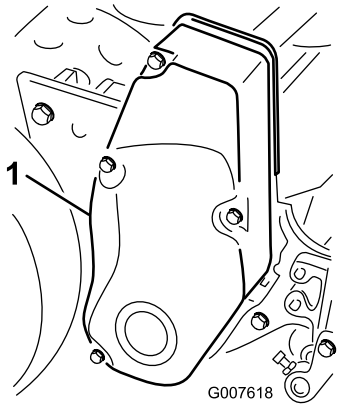

**Figura 38**
1. Retire a cobertura dos parafusos de montagem da correia e a cobertura da correia (Figura 38).